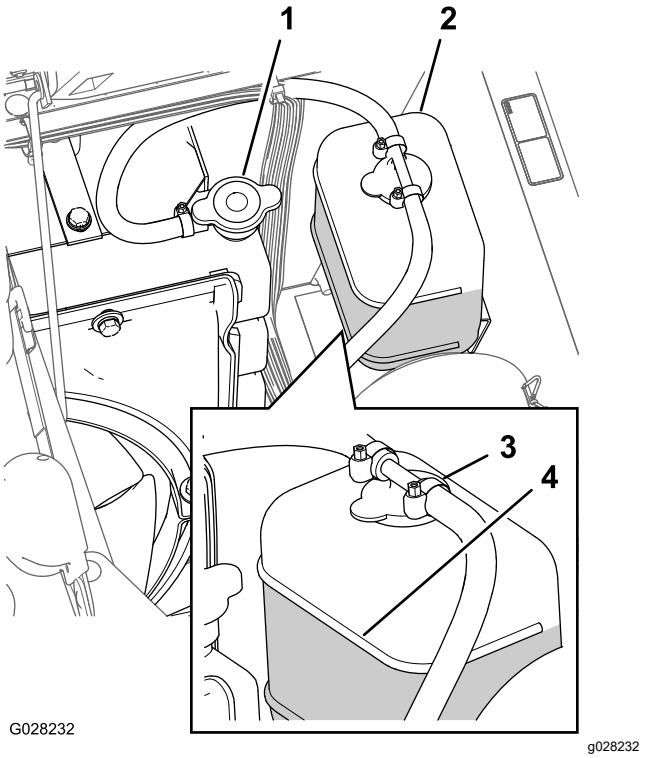

図 98
3. ラジエターと補助タンクのキャップを注意深く開ける図 98。
注 ラジエターは補給口の首の上部まで、補助タンクはFULLマークまであれば適正です図 98。
5. 不足であれば補助タンクとラジエター本体に補給する。ラジエターは首の部分まで、タンクはFULLマークまで入れる図 98。
6. ラジエターと補助タンクのキャップを閉める図 98。
2. エンジンが十分に冷えているのを確認してラジエターのキャップを開ける (図 98)。
6. ラジエターキャップを取る図 98。
8. ラジエターのキャップを軽く締めてエンジンを始動する図 98。
10. 冷却液の温度が上昇したら、ラジエターをキャップの縁まで一杯に満たす 図 98。
11. 補助タンクのキャップを開けて、Coldレベルまで冷却液を補充する図 98。